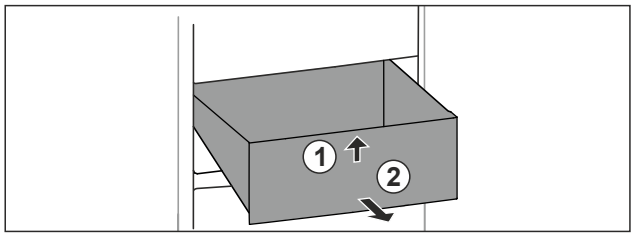

Fig. 86
▶ Lift up drawer at the front. *Fig. 86 (1)*.
▶ Remove drawer to the front. *Fig. 86 (2)*.